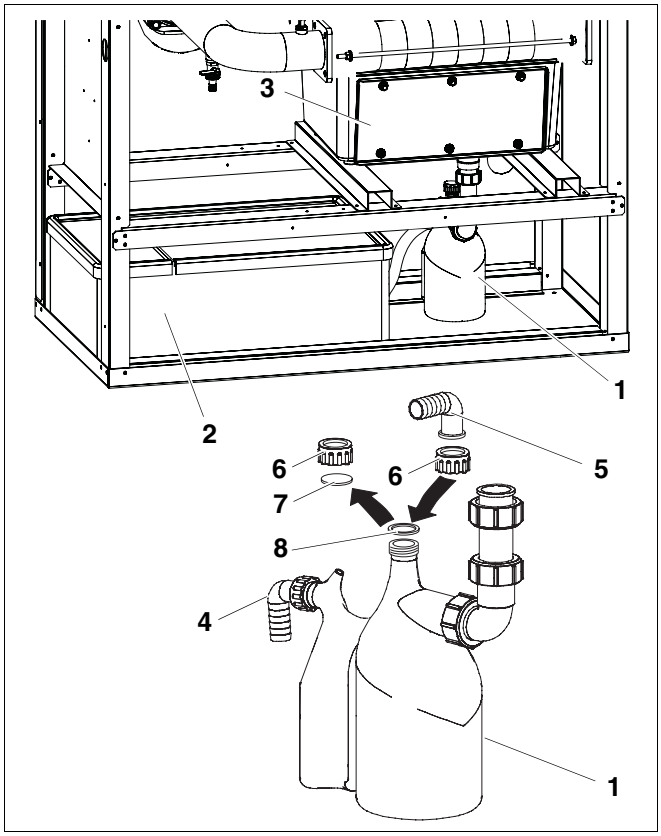

Afb. 17 Afvoerleiding voor het condenswater installeren
- Sluit de uitgang van de sifon naar de neutralisatie-eenheid (toebehoren) (➔ afb. 17, pagina 22) of direct aan een afvoerleiding aan.